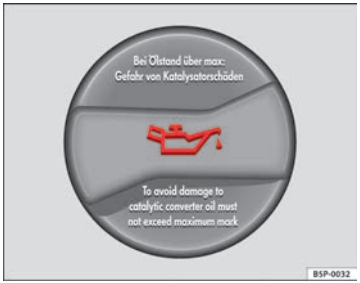

Fig. 164 In the engine compartment: Engine oil filler cap
– Unscrew cap from oil filler opening ⇒ fig. 164.
– As soon as the oil level is in area (B), carefully close the cap.